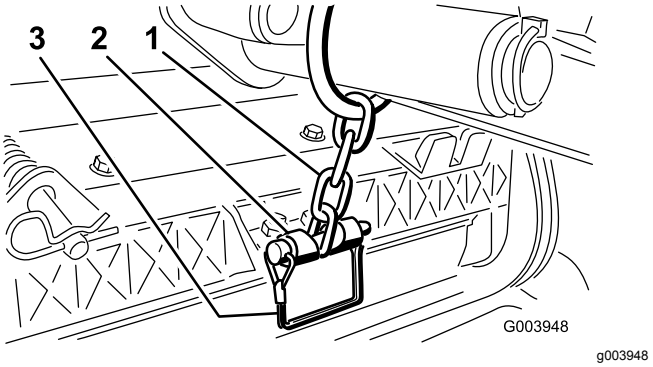

Figur 12
12. Fastgør løftearmskæden til kædebeslaget med låsestiften (Figur 12).